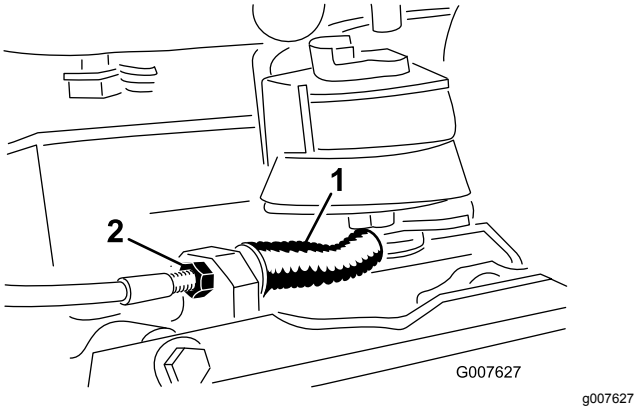

Rysunek 40
- Aby zmniejszyć napięcie linki, poluzuj przednią przeciwnakrętkę linki i dokręć tylną przeciwnakrętkę (Rysunek 40). W razie potrzeby powtórz kroki 1 i 2 i ponownie wyreguluj napięcie.
- Aby zwiększyć napięcie linki, dokręć przednią przeciwnakrętkę linki i poluzuj tylną przeciwnakrętkę (Rysunek 40). W razie potrzeby powtórz kroki 1 i 2 i ponownie wyreguluj napięcie.